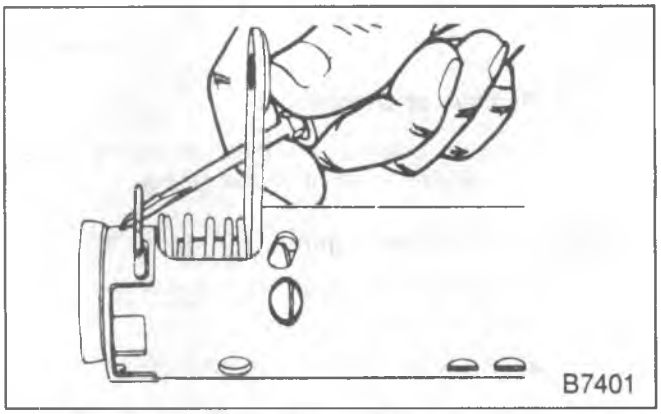

Figure 22—Lower Bearing Retainer Removal
20. Lower bearing retaining clip (figure 22).